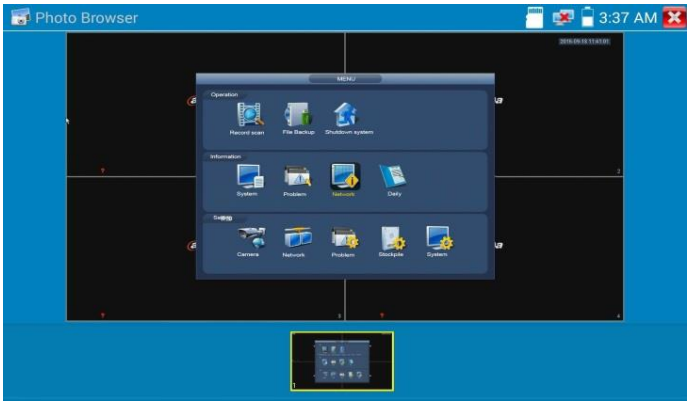

Рис. 78 Просмотр сохраненных фото/скриншотов
- Нажмите на иконку Фото (Photo) в правом столбце для просмотра файла с изображением (например, скриншот). В открывшемся окне дважды нажмите на файл, который необходимо просмотреть, чтобы открыть его на весь экран. Повторное двойное нажатие вернет из просмотра изображения (рис. 78).